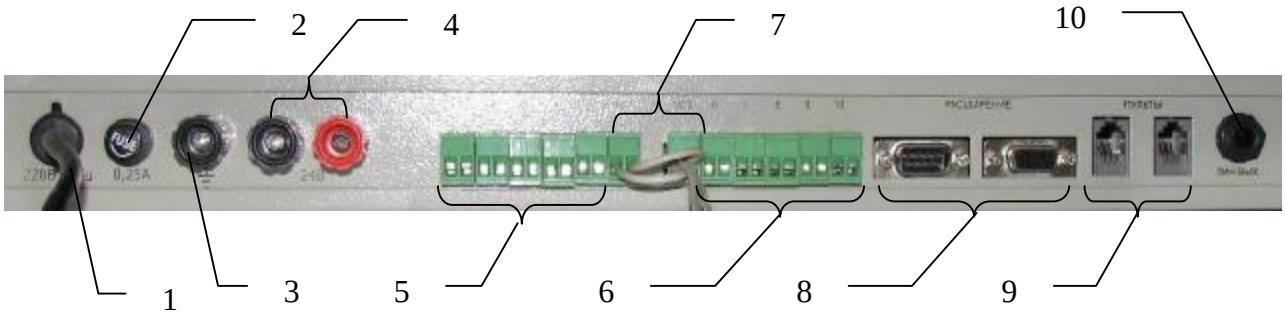

Рисунок 2 – Вид задней панели
На задней панели коммутатора расположены (см. рис. 2):
2.2.9 Подключить фидерные линии, коммутируемые источники и линии связи и управления (см. рис.2). Если коммутируемый источник один, то клеммы подключения коммутируемых источников необходимо запараллелить. Полярности значения не имеют.
2.2.10 При необходимости подключить источник аварийного напряжения 24В (см. рис.2). Полярность значения не имеет.